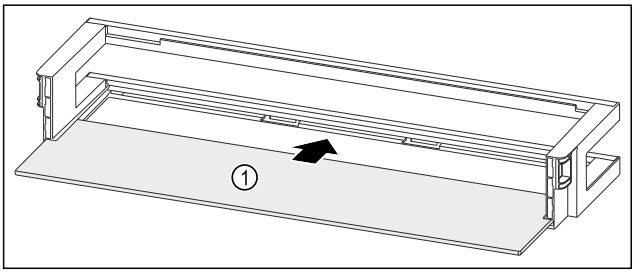

Fig. 182 Raft montat pe ușă cu raft
▶ Împingeți în interior raftul *Fig. 182 (1)* în degajările laterale.